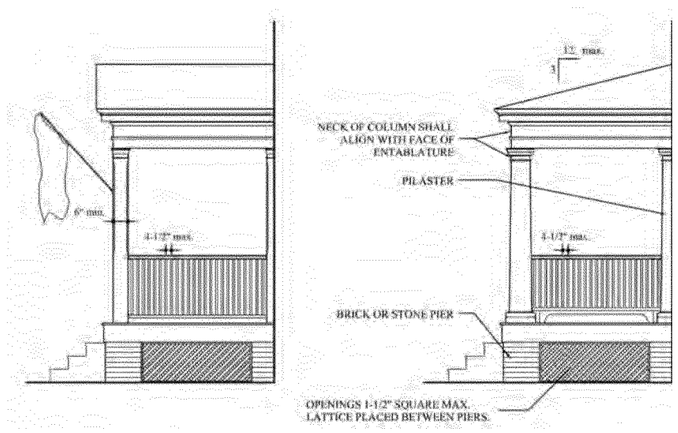

*Figure 17*
- Posts shall be no less than 6" nominal in width or depth. See Figure 17.
- Columns and pilasters shall be of the Tuscan or Doric orders as prescribed by The American Vignola, unless approved otherwise by the Village. On porches or stoops, full or half-round columns or pilasters are required against the building wall corresponding to the outside, freestanding column or pier. See Figure 17.